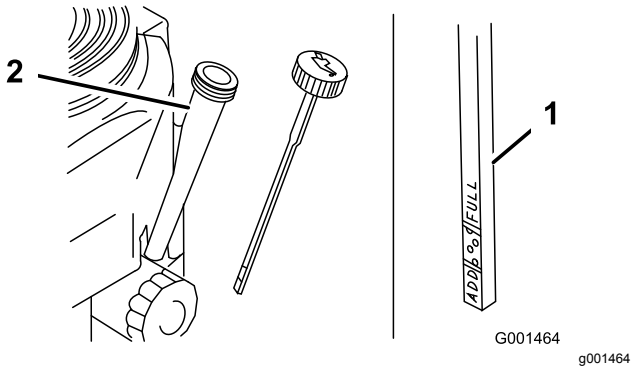

**Figuur 16**
3. Maak schoon rond de oliepeilstok (Figuur 16).
4. Verwijder de peilstok en veeg het uiteinde schoon (Figuur 16).
5. Schuif de peilstok helemaal in de buis, maar draai hem niet vast in de vulbuis (Figuur 16).
6. Trek de peilstok eruit en controleer het oliepeil op het uiteinde. Het oliepeil moet tot tussen de twee markeringen reiken (Figuur 16).